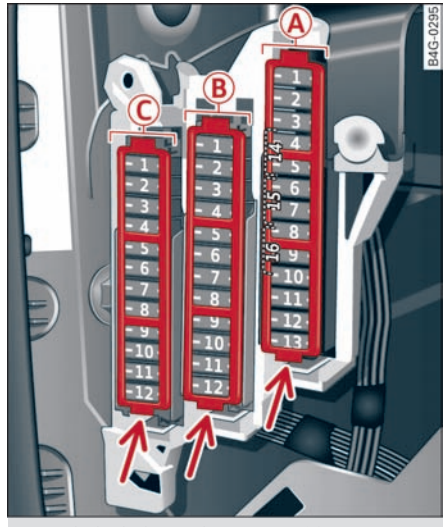

图 244 驾驶舱驾驶员侧：保险丝座及塑料夹子
- ▸ 在要去除淡紫色的塑料夹子 [1] 时，请在保险丝座的狭窄端将其拔出 ⇨ *180 页，图 244*。